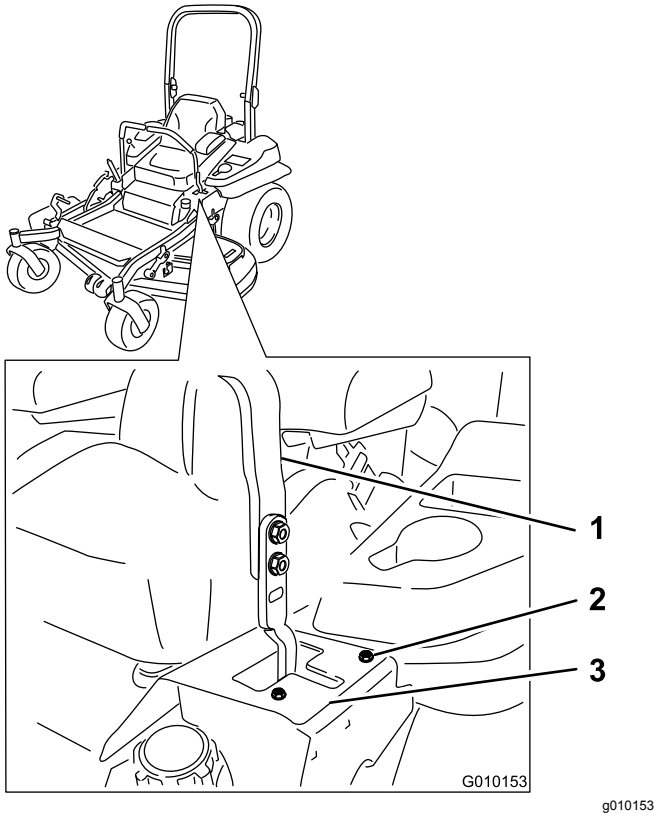

Figure 76
- Si elle se déporte à droite, desserrez les boulons et reculez la plaque de butée gauche dans la fente en T gauche, jusqu'à ce que la machine se déplace en ligne droite (Figure 76).
- Si elle se déporte à gauche, desserrez les boulons et reculez la plaque de butée droite dans la fente en T droite, jusqu'à ce que la machine se déplace en ligne droite (Figure 76).
6. Serrez les boulons de la plaque de butée (Figure 76).